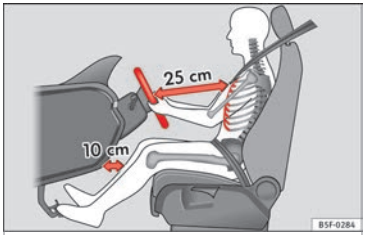

Fig. 74 The proper distance between driver and steering wheel
– Adjust the steering wheel so that there is a distance of at least 25 cm between the steering wheel and the centre of your chest ››› Fig. 74.
- **Adjust the driver's seat so that there is at least 25 cm distance between the centre of the chest and the centre of the steering wheel ››› Fig. 74. If distance is less than 25 cm, the airbag system may not protect you properly.**